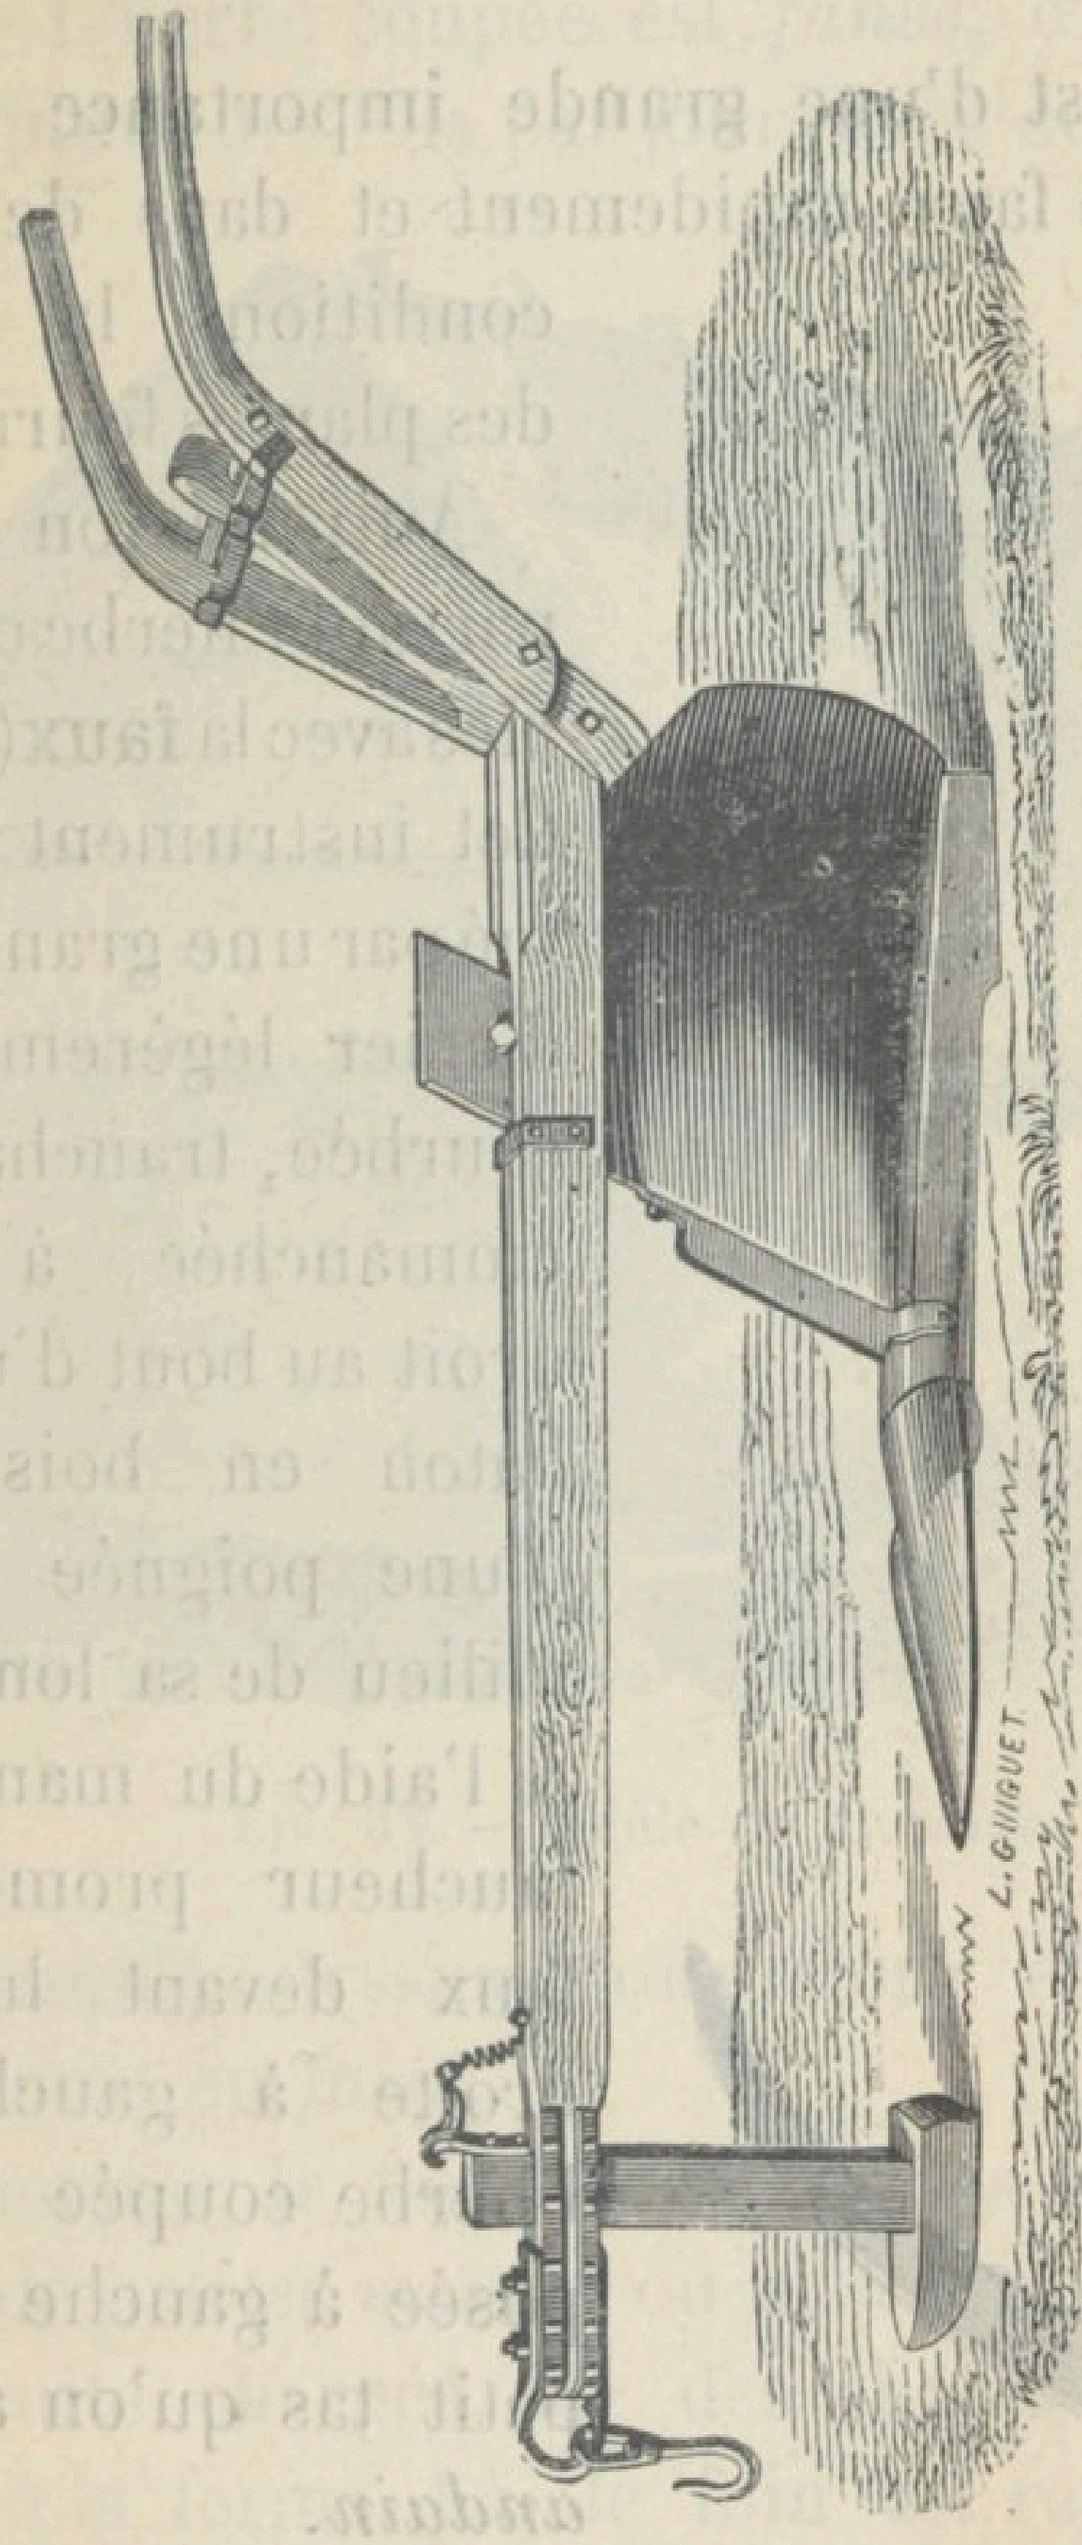

FIG. 31. — Binot flamand
47. — En Flandre, on se sert d'un buttoir spécial (fig. 31) appelé *binot*.